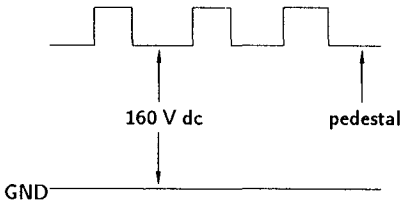

Fig.11
3. Adjust BKG VRs so that voltages on the red, green and blue cathodes are 160 V dc with an oscilloscope as shown in Fig.11.